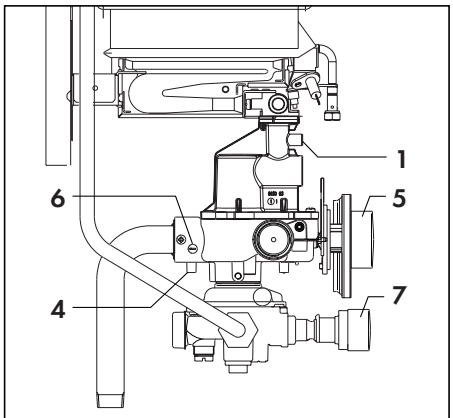

Рис. 17: Контроль давления газа
- Подсоедините U-образный манометр к штуцеру для измерения давления газа на соплах (**1**, рис. 17), вывернув из него винт.
- Подсоедините U-образный манометр к штуцеру для измерения давления газа на соплах (**1**, рис. 17), вывернув из него винт (рекомендуется U-образный манометр Vaillant № 99-0034).
- Запустите аппарат в работу на максимальной мощности согласно указаниям на стр. 9 и 10 и, вывернув регулятор температуры (**7**, рис. 17) до упора вправо, откройте возможно больший разбор горячей воды.
- Установите вращением установочного винта секторного дросселя (**6**, рис. 17) давление на соплах, указанное в таблице на стр. 25: